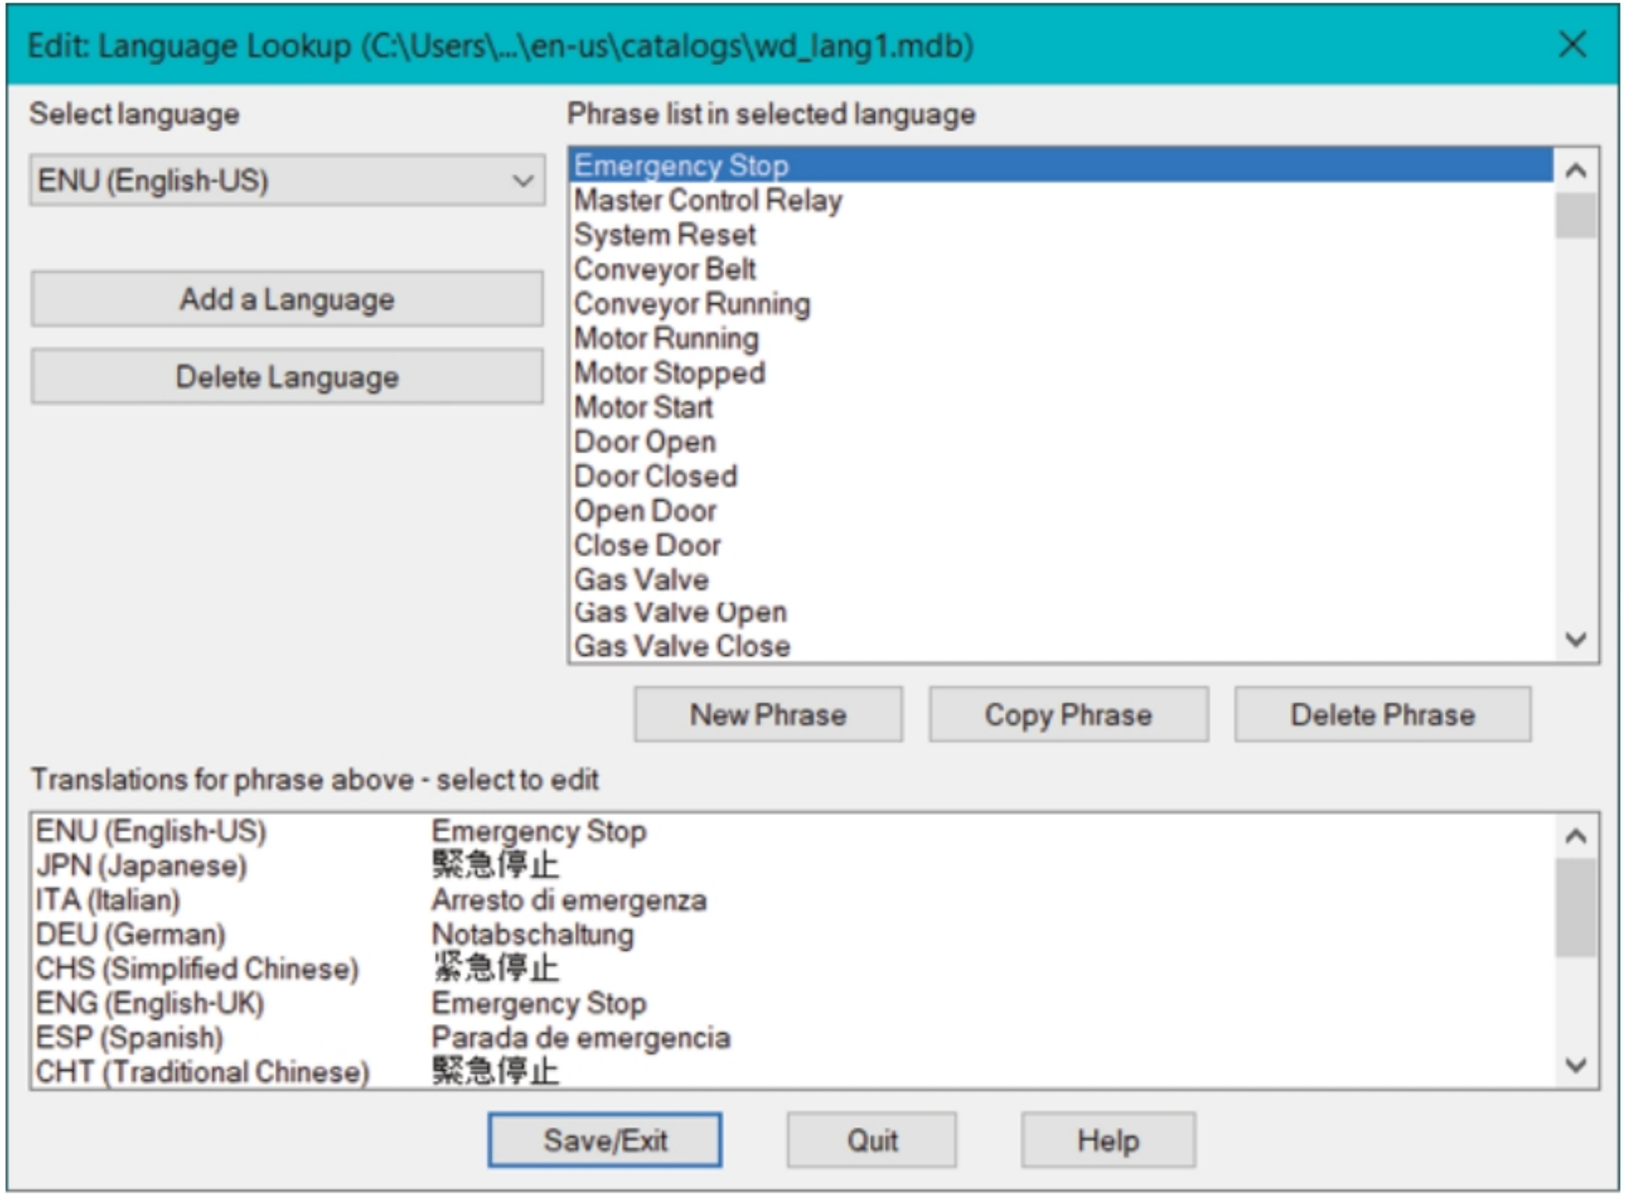

Figure-74. Edit: Language Lookup dialog box
- Click on the **Edit Language Database** tool from the **Other Tools** panel in the **Project** tab of the **Ribbon**. The **Edit: Language Lookup** dialog box will be displayed; refer to Figure-74.